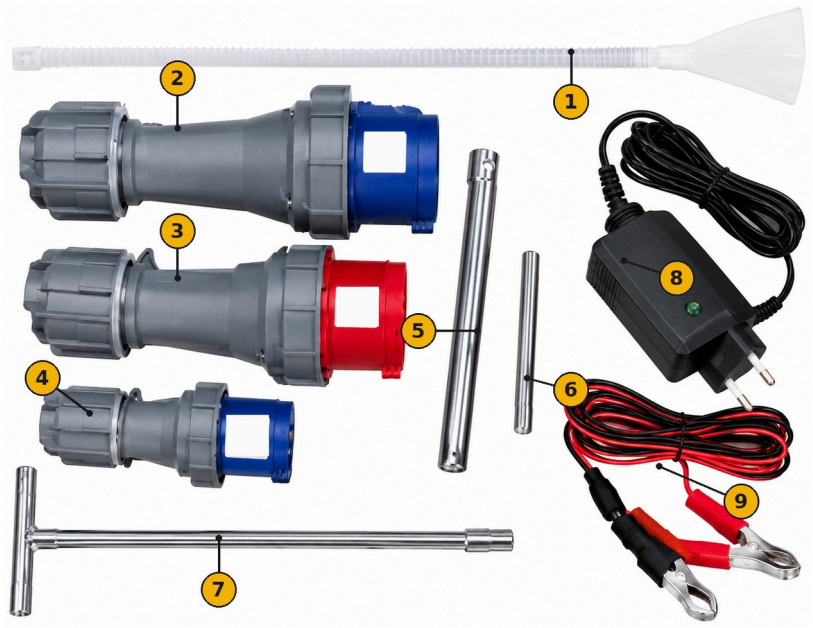

FIG. 5 — Acessórios fornecidos
2) Retire os acessórios, os comandos à distância e o material de proteção, e verifique se o fornecimento está completo (FIG. 5).